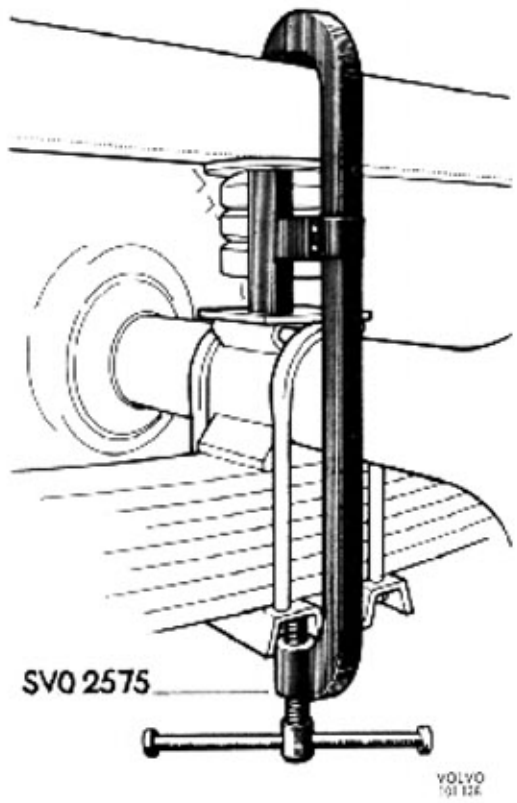

Bild 60-1. Höjdmått mellan anslagsplattor
1. Placera spännbyglarna bakom framaxeln och från ramens insida enligt bild 60-1. Skruven placeras först i präglingen på fjäderplattan varefter bygeln hakas över ramkanten så att distansklotsen kommer mellan gummihålfjäderns anslagsplattor. Därefter drages skruven åt tills distansklotsen fastnar mellan anslagsplattorna.